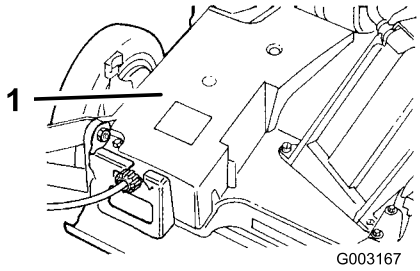

Figuur 37
2. Verwijder de bouten waarmee de drijfriemkap (Figuur 37) is bevestigd aan de maaikast.